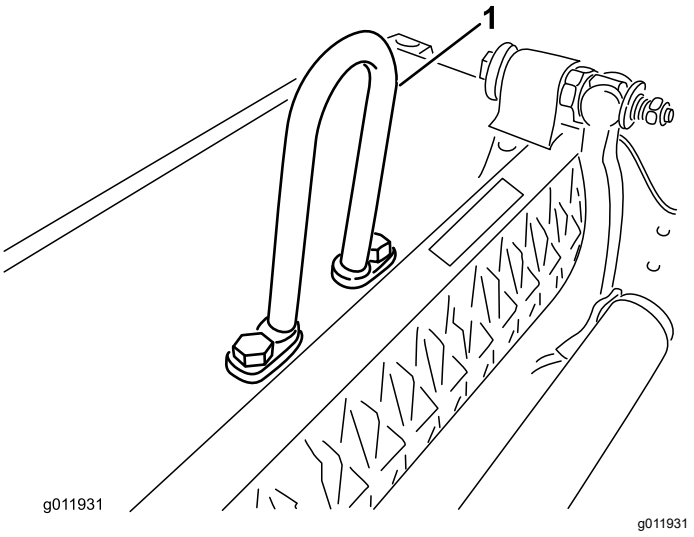

Rysunek 5
- **Łącznik pętlowy** (nr części 105-5740) przedstawiony na Rysunek 5 jest wymagany w przypadku zespołów jezdnych Greensmaster 3000, 3000-D, 3050, 3100, 3150 i 3150-Q (jest on dostarczany wraz z ww. zespołami jezdnymi Greensmaster).